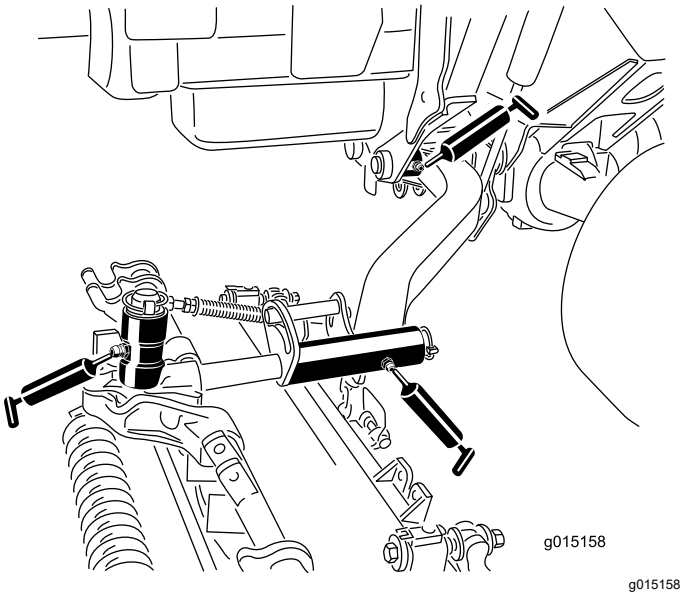

**Рисунок 83**
- Втулки осей поворота подъемных рычагов (по 1 шт. на режущий блок) (Рисунок 83)
- Несущая рама режущего блока (по 2 шт. на режущий блок) (Рисунок 83)
- Ось поворота подъемного рычага режущего блока (по 1 шт. на режущий блок) (Рисунок 83)